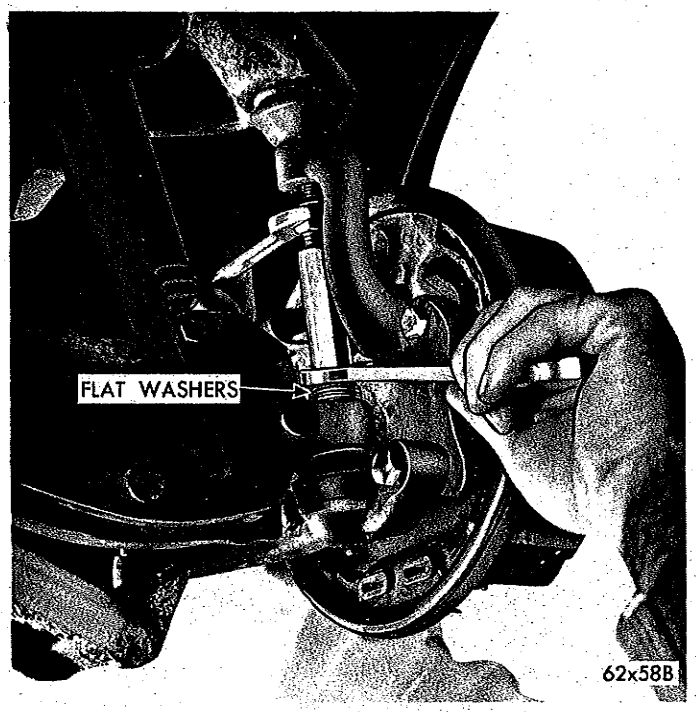
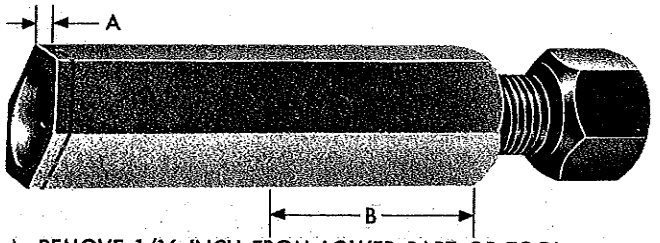
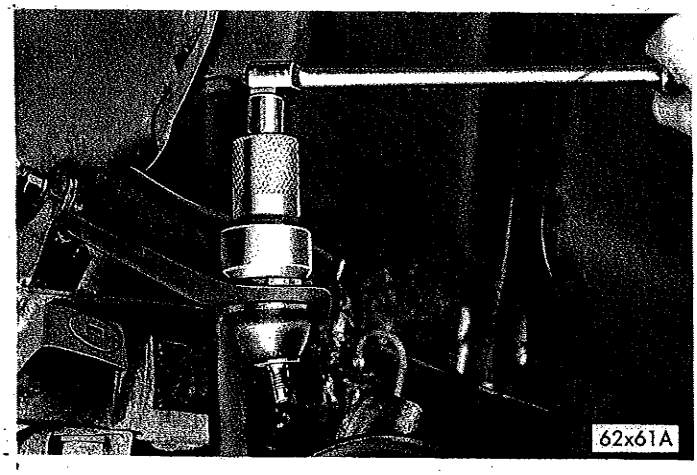

*Fig. 14—Removing Upper Ball Joint Stud (Valiant)*
*Fig. 15—Tool C-3711 Modified*
*Fig. 19—Removing or Installing Upper Ball Joint*
(1) Place a jack under lower control arm as close to wheel as possible and raise vehicle until wheel clears floor.
(2) Remove wheel and tire as an assembly.
(3) On Valiant, Belvedere and Satellite models, remove upper and lower ball joint stud nuts. On Valiant models, it may be necessary to add approximately 7/16 inch to flat washers over lower ball joint stud to allow the use of Tool C-3711 without damaging threads on lower ball joint stud. Place Tool C-3711 over stud. Turn threaded portion of tool locking it securely against the upper stud (Fig. 14).
To use Tool C-3711 as outlined, it may be necessary to modify the tool, as shown in Figure 15.
(7) Remove ball joint (Fig. 19) using Tool C-3560 (Tool C-3714 Valiant). The seal will come off as ball joint is removed.
(1) Raise vehicle by placing a jack under lower control arm as close as possible to wheel.
(2) Remove wheel, tire and drum.
(3) On Belvedere, Satellite and Valiant Models, remove upper and lower ball joint stud nuts. On Valiant models, it will be necessary to add approximately $^{7}/_{16}$ inch of flat washers over lower ball joint stud to allow the use of Tool C-3711 without damaging threads on lower ball joint stud. Place Tool C-3711 over studs. Turn threaded portion of tool locking it securely against upper stud (Fig. 14). To use Tool C-3711 as outlined it will be necessary to modify it, as shown in Figure 15.
(4) Spread tool enough to place upper stud under a load, then strike steering knuckle sharply with a hammer to loosen stud. **Do not attempt to force stud out of steering knuckle with tool alone.**
(6) Remove tool, then remove ball joint stud from steering knuckle.
(7) Using Tool C-3560, (Tool C-3714 Valiant) unscrew ball joint from upper control arm (Fig. 19). The seal will come off as ball joint is being removed.